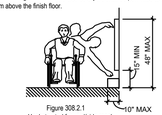

Figure 308.2.1
A. Where a forward reach is unobstructed, the high forward reach shall be 48" maximum and the low forward reach shall be 15" minimum above the finish floor or ground. (Fig. 308.2.1)
A. Where a clear floor or ground space allows a parallel approach to an element and the side reach is unobstructed, the high side reach shall be 48" maximum and the low side reach shall be 15" minimum above the finish floor or ground. (Fig. 308.2.1)